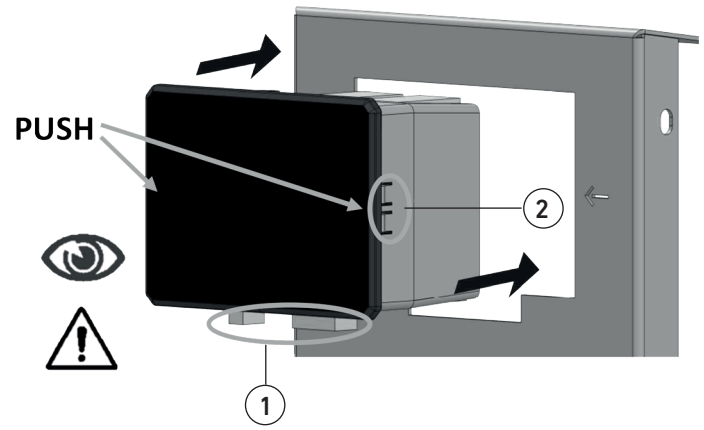

fig. 24
- Effectuer une connexion correcte du dispositif (NE PAS inverser les connecteurs, respecter les connexions données par le fabricant) et faire attention à la direction dans laquelle la centrale doit entrer (fig. 24 détail 1) ;
- Pour mettre le composant en place, appuyer sur les bords latéraux de la centrale près des flèches, comme indiqué sur la fig. 24. Lorsque le composant a atteint la butée, les dents latérales (fig. 24 détail 2) émettent un « clic » indiquant l'ancrage correct à la tôle.